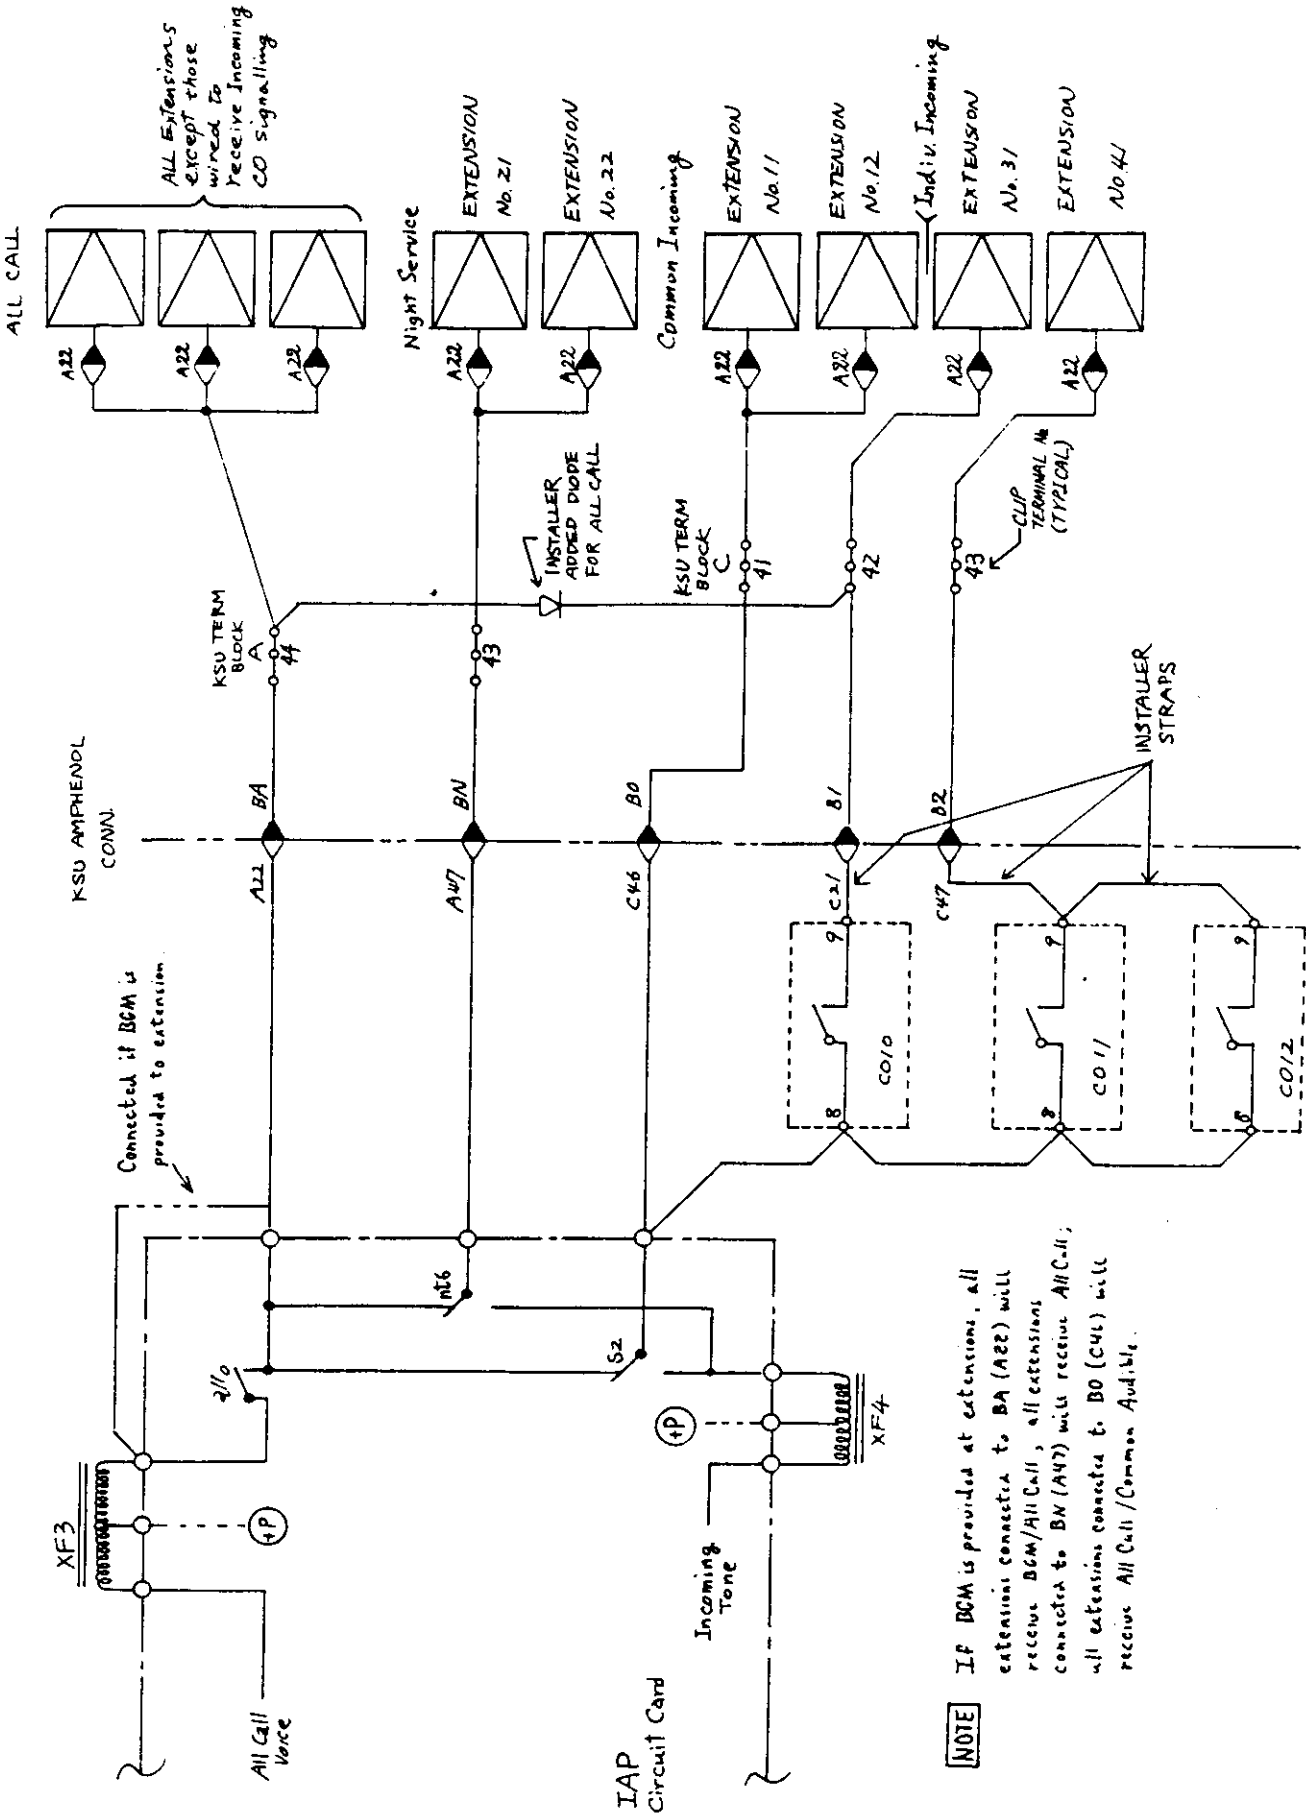

Figure 4 All Call/Incoming CO Connection
6.02 All connections are made to the individual extension "B" lead for enabling CO Line audible at the extension. Figure 4 shows typical connections of the extension "B" lead for various configurations.
b. Figure 4 shows extensions No. 11 and 12 wired to receive the Common Audible CO Incoming ring signal.
c. Figure 4 shows extension No. 21 and 22 connected for Night Service operation.
a. Five (5) Individual CO Incoming Audible signal indications are available on the standard BT1530 KSU. Up to fourteen (14) Individual Audible signals are available when the KSU is equipped with the optional KSU CONNECTOR D.